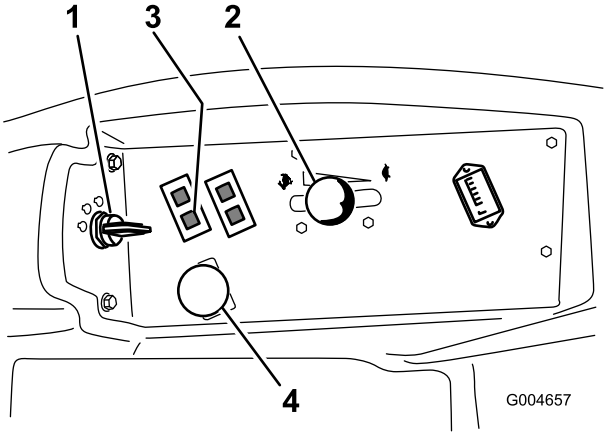

Rysunek 15
4. Ustaw przełącznik WOM (wału odbioru mocy) w położeniu wyłączonym (Rysunek 15).
5. Ustaw dźwignię przepustnicy w położeniu środkowym pomiędzy położeniem Fast (Szybko) i Slow (Wolno) (Rysunek 15).